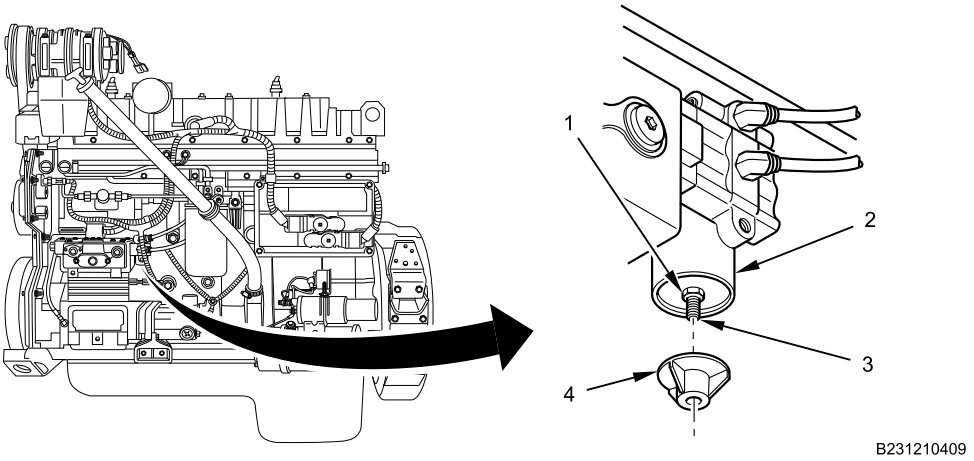

Figure 1. Air Compressor Governor
1. Remove cover (Figure 1, Item 4) from air compressor governor (Figure 1, Item 2).
2. Loosen locknut (Figure 1, Item 1) on adjusting screw (Figure 1, Item 3).
3. To raise pressures, turn adjusting screw (Figure 1, Item 3) counterclockwise . To lower pressures, turn adjusting screw (Figure 1, Item 3) clockwise.
4. Tighten locknut (Figure 1, Item 1) securely.
5. Install governor cover (Figure 1, Item 4).